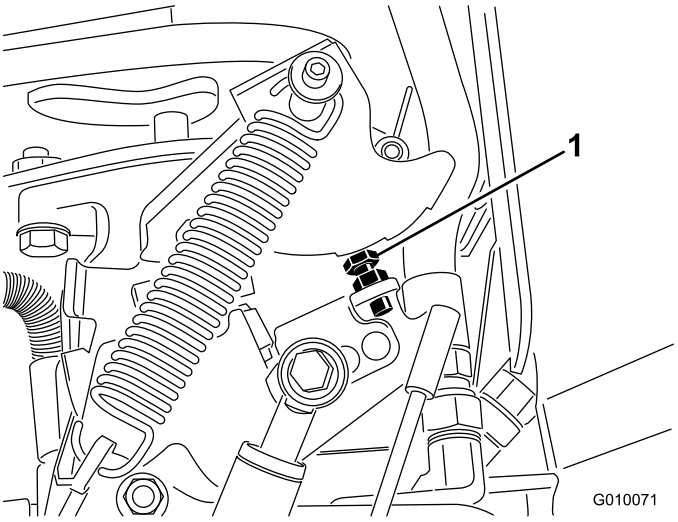

Figuur 66
5. Indien de insteekafstand moet worden ingesteld, moet u de aanslagbout van de pomp (Figuur 66) dichter naar de aanslagplaat draaien om de insteekafstand te verminderen of de aanslagbout van de aanslagplaat af draaien om de insteekafstand te vergroten.